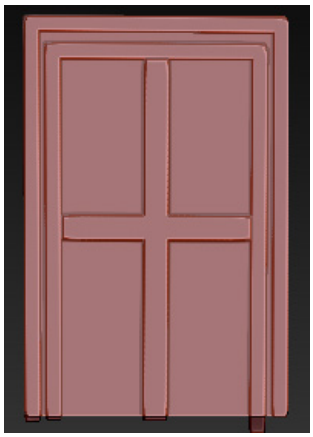

Figure 3-105 *A horizontal partition created in the middle of the door*
10. Draw a horizontal line in the middle of the *door* to create a horizontal partition, as shown in Figure 3-105.